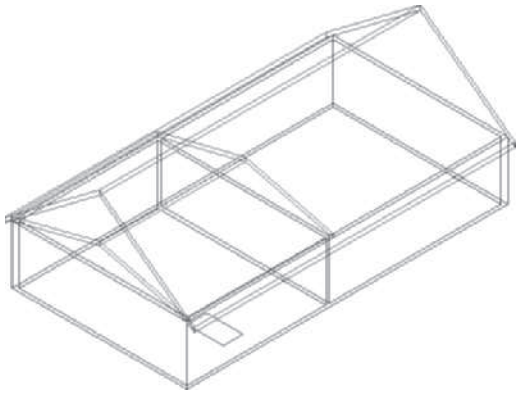

FIGURE 8.11 *Slabs mitered*
9. Select **SW Isometric** from the View Cube to view the slabs mitered as shown in Figure 8.11.